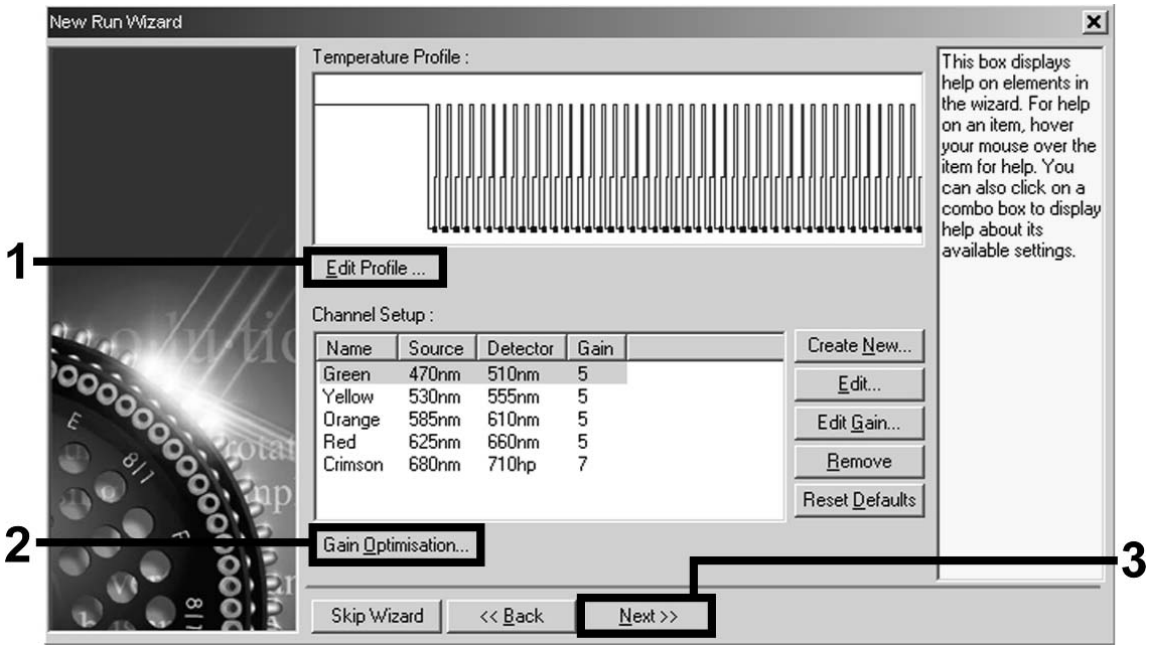

Figure 6. Editing the profile.
8. **Click the "Edit Profile" button in the next "New Run Wizard" dialog box (Figure 6), and program the temperature profile as shown in Figures 6–8).**
9. **The detection range of the fluorescence channels has to be determined according to the fluorescence intensities in the PCR tubes. Click "Gain Optimisation" in the "New Run Wizard" dialog box (see Figure 6) to open the "Auto-Gain Optimisation Setup" dialog box. Set the calibration temperature to *55* to match the annealing temperature of the amplification program (Figure 9).**